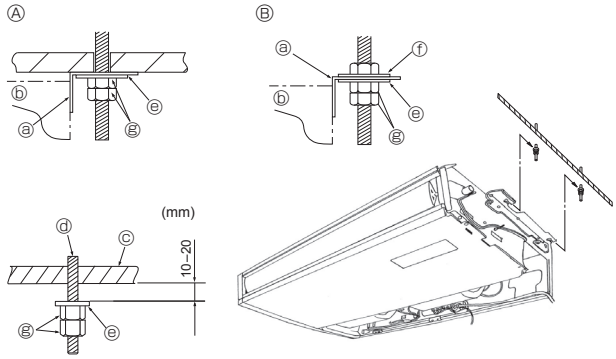

Fig. 3-5
3.3. Installation de l'appareil intérieur (Fig. 3-5)